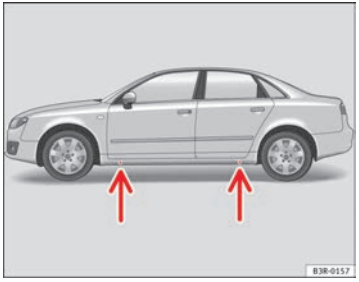

Fig. 180 Changing the wheel: Jack position points
– Position the vehicle jack under the door sill at the **jacking point** closest to the wheel being changed ⇒ fig. 180 -arrows-.
Recesses at the front and rear of the door sills mark the jacking points ⇒ fig. 180 -arrows-. There is only *one* jacking point for each wheel. Do not fit the jack anywhere else.